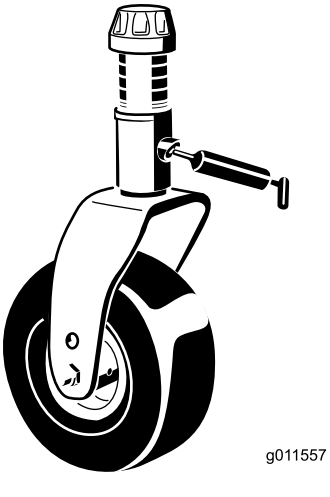

Figuur 63
- 2 lagerbussen van de as van de zwenkwielvork (Figuur 63)